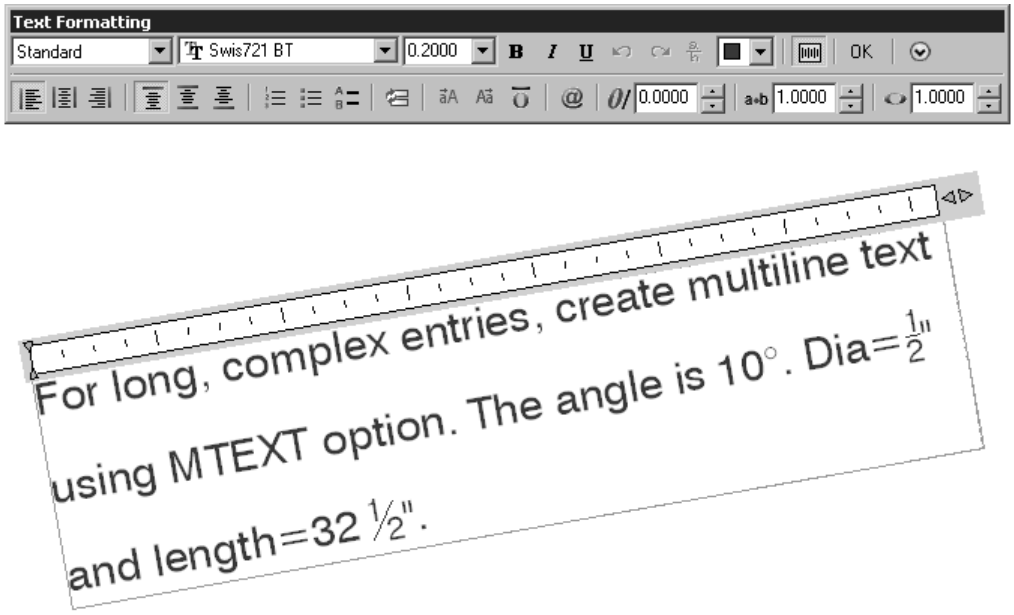

Figure 7-41 *The* ***In-Place Text Editor***
5. Now enter the text in the **In-Place Text Editor**, as shown in Figure 7-41. To add the degrees symbol, choose the **Symbol** button from the **Text Formatting** toolbar and select **Degrees** from the shortcut menu. When you type 1/2 after Dia = and then press the ” key, AutoCAD LT displays the **AutoStack Properties** dialog box. Select **Convert it to a horizontal fraction** radio button, if it is not already selected. Also, make sure the **Enable AutoStacking** check box is selected. Now, close the dialog box.